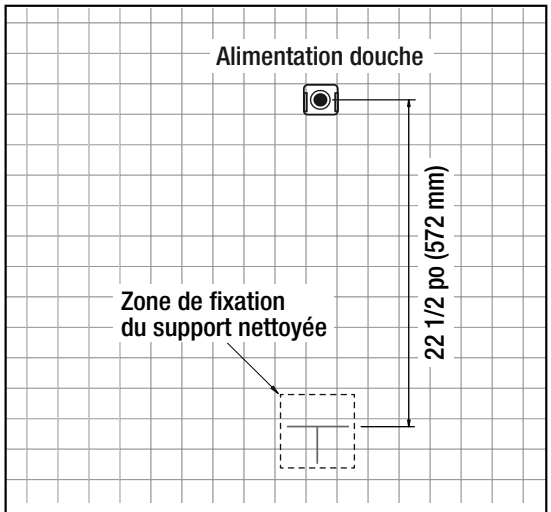

Fig.13
- Nettoyez soigneusement une surface du mur de la taille de la paume d'une main à environ 22,5 po en dessous du connecteur en laiton, comme il est indiqué à la figure 13. Utilisez un chiffon propre et sec pour ce faire, et assurez-vous que tous les débris et les résidus sont retirés de la surface du mur. Utilisez de l'alcool isopropylique si nécessaire.
- Déterminez l'emplacement du support de fixation inférieur (BB) en dessinant un « T » dans la zone de fixation du support, comme il est montré aux figures 13 et 13B.